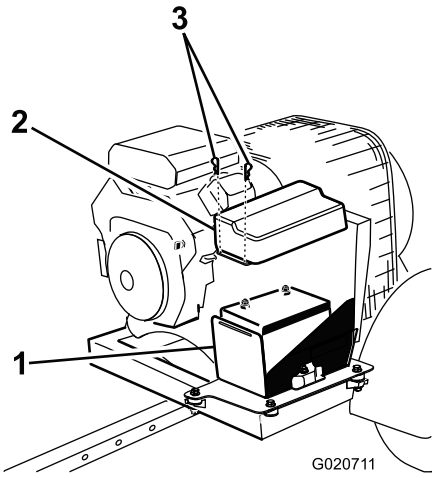

Rysunek 38
1. Zdejmij zaczepy mocujące pokrywę akumulatora do obudowy akumulatora, a następnie zdejmij pokrywę akumulatora z obudowy (Rysunek 38).